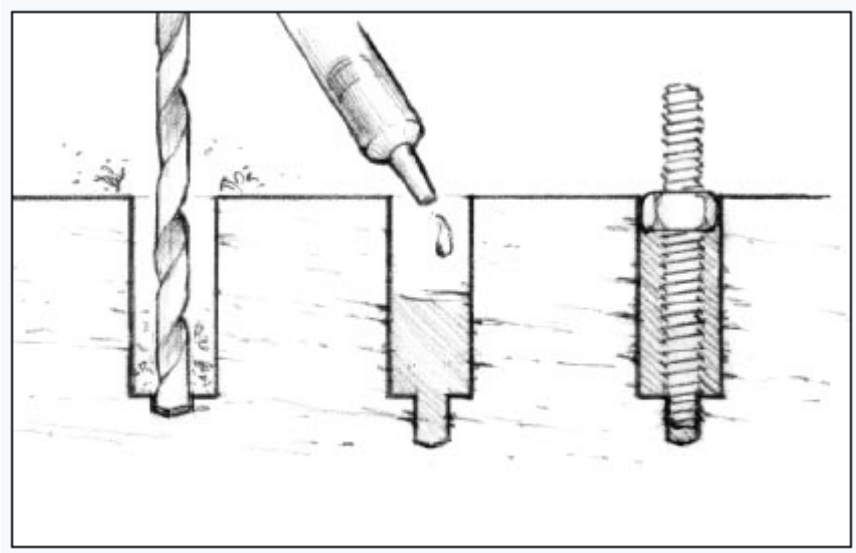

Рис. 20. Установите штифты с резьбой в отверстия в поверхности (для облегчения процесса последующего демонтажа детали)
2. Установите гайку и шайбу на штифты, прогрунтуйте нижние концы смолой и вставьте их в отверстия, заполненные эпоксидной смолой. Перед монтажом оборудования и затягиванием гаек дайте смоле застыть *(Рисунок 20)*.